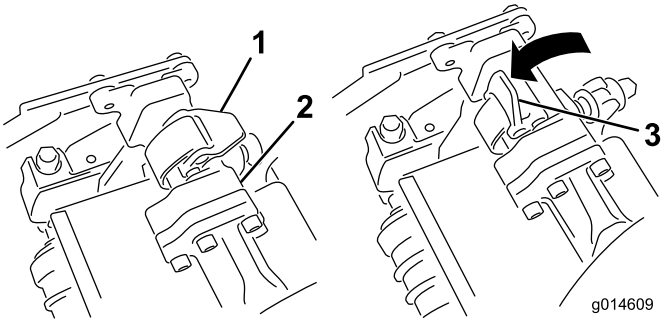
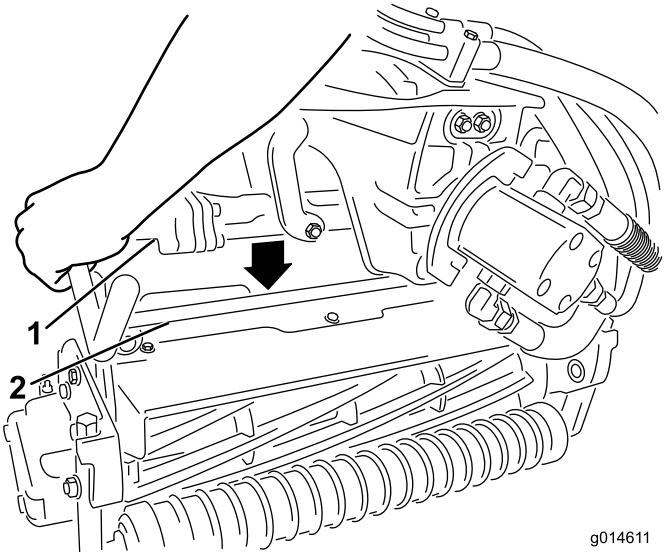

Figur 30
Figur 31
3. Mens låsehåndtagene på affjedringsarmen peger opad (dvs. er åbne) (Figur 30), skal du skubbe affjedringsarmen ned, så stangen kan sættes over tværstangen på klippeenheden øverst oppe (Figur 31).
4. Luk låsehåndtagene ned og omkring klippeenhedens stang, og lås dem på plads (Figur 30).
4. Åbn låsehåndtagene på affjedringsarmens stang på klippeenheden, som du fjerner (Figur 30).